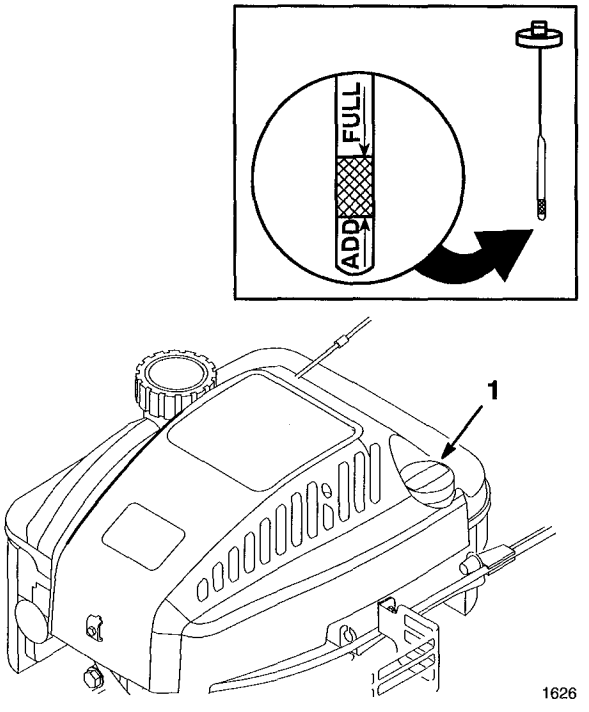

Figure 2
Before each use, ensure oil level is between FULL and ADD marks on dipstick (Fig. 2). Add oil if level is low.
1. Position mower on level surface and clean around oil dipstick (Fig. 2).
3. Wipe dipstick and insert it into filler neck. Rotate cap clockwise 1/4 turn. Then remove dipstick and check level of oil on side of dipstick with FULL and ADD marks (Fig. 2). If level is low, add only enough oil to raise level to FULL mark on dipstick. **DO NOT FILL ABOVE FULL MARK BECAUSE ENGINE COULD BE DAMAGED WHEN STARTED. POUR OIL SLOWLY.**